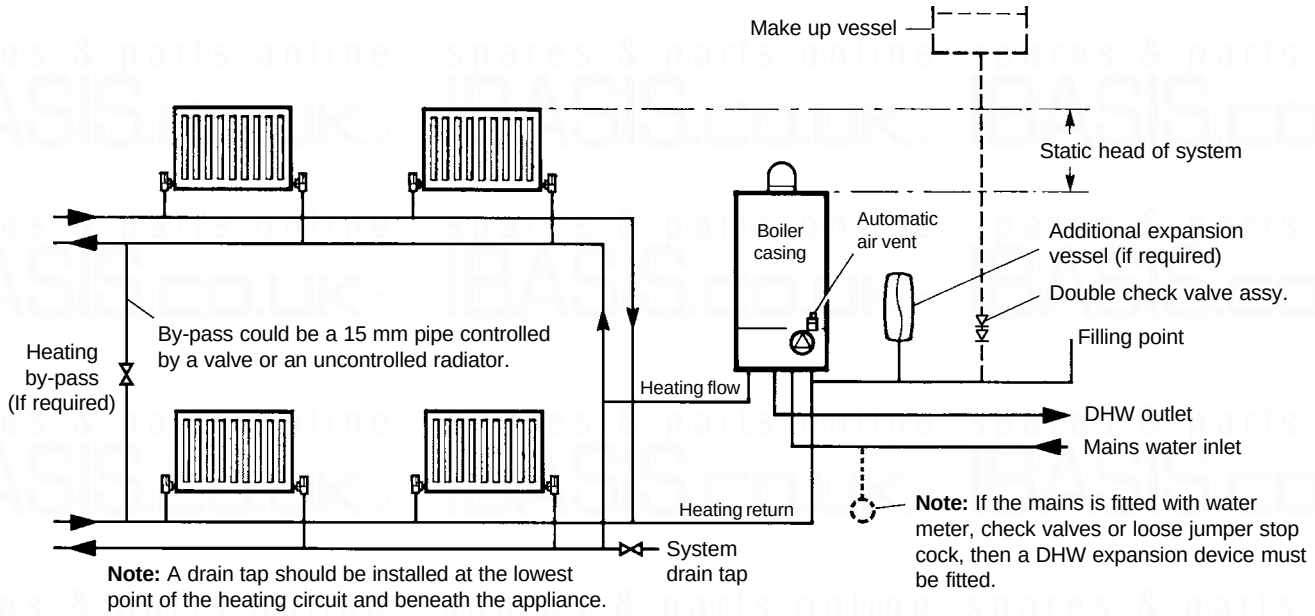
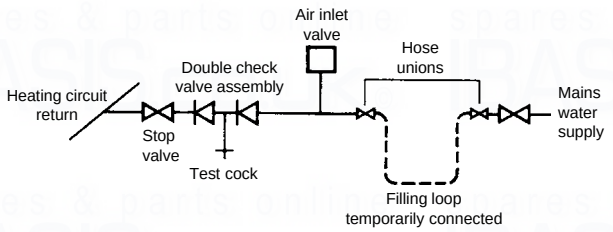
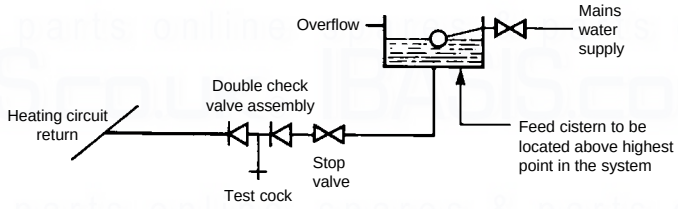

Fig. 6
Fig. 7
Fig. 8
3.7 CENTRAL HEATING SYSTEM - Fig. 6
System volume - The expansion vessel incorporated into the boiler is suitable for a sealed heating system with a maximum water content of 80 litres (18 gal). Above that, consideration should be given to fitting an additional expansion vessel fitted in the position shown in Fig. 6. To check correct operation of the expansion vessel(s) the system pressure should not be more than 2.5 bar when the system is at maximum operating temperature (for further guidance refer to BS 7074:1).
3.8 FILLING THE CENTRAL HEATING SYSTEM - Figs. 7, 8
The system design pressure (cold) should be set to 1.0 bar. This pressure is equivalent to a static head (see Fig. 6) of 10.2 metres of water.
Provision should be made to replace water lost from the system. This can be by manual or automatic means, as shown in Figs. 7 and 8. The position for connecting an automatic make-up vessel is indicated in Fig. 6. A double check valve assembly must be used, as shown in Fig. 8.
Filling of the system must be carried out in a manner approved by the local Water Undertaking. Where allowed, the system may be filled via a temporary connection as shown in Fig. 7. After filling, always disconnect the flexible hose of the filling loop.